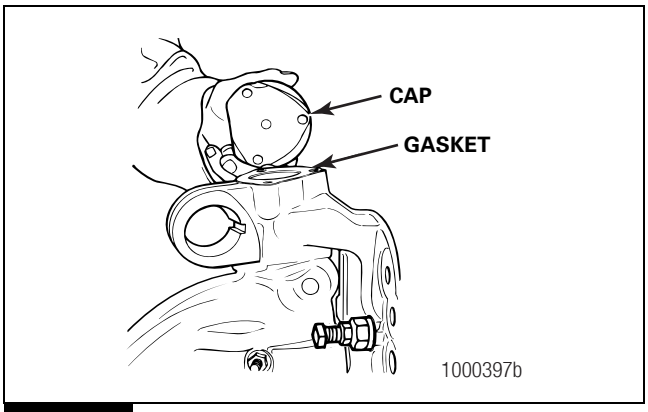

Figure 6.33
1. Install new gaskets and the caps onto the top and the bottom of the knuckle. Install the capscrews and the washers and tighten to 20-30 lb-ft (28-40 N•m). Figure 6.33.